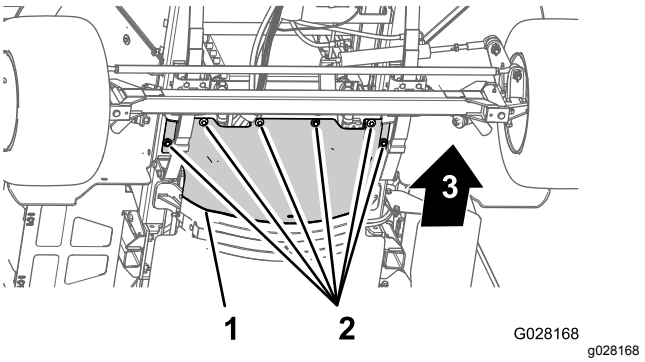

Figuur 59
3. Verwijder de 6 zeskantbouten en 6 ringen waarmee het voorste hittescherm aan het chassis is bevestigd en verwijder het scherm (Figuur 59).